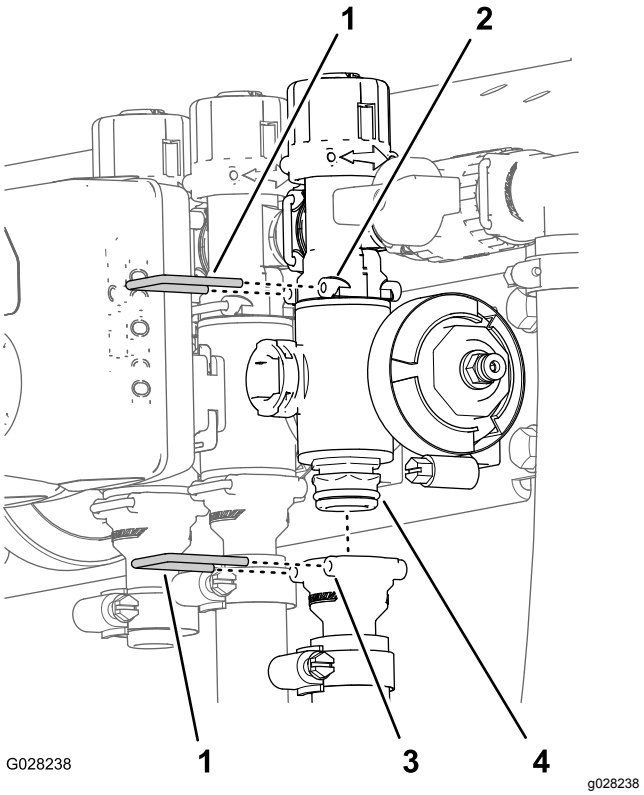

Figur 69
2. Fjern holderne som fester utgangsnippelen til seksjonsventilmanifoldet og ventilmanifoldet til omløpskoblingen (Figur 69).